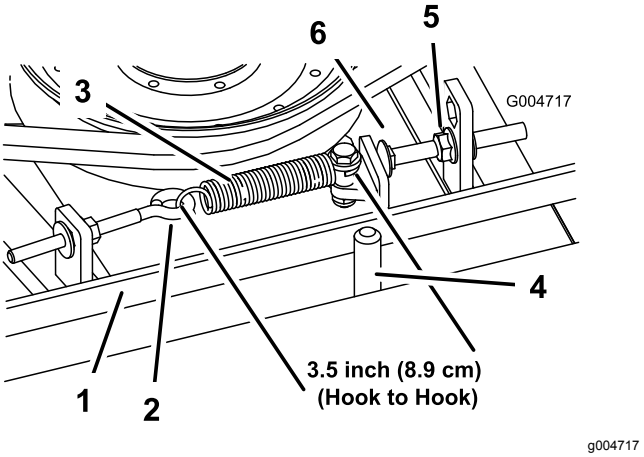

**Figur 96**
Ved korrekt tilspænding skal det indvendige mål på forlængerfjederen (krog til krog) være ca. 8,9 cm ± 0,63 cm. Når der er opnået korrekt tilspænding, skal stopbolten (bræddebolten) justeres, indtil der er ca. 0,32 cm + 0,152/0,00 cm mellemrum mellem boltens hoved og styrearmen (Figur 96).
**Bemærk:** Sørg for, at remmen er placeret på fjedersiden af remstyret (Figur 96).
2. Løsn øjebolten, så forlængerfjederen kan fjernes (Figur 96).
3. Løsn den flangemøtrik, som fastholder stopbolten på monteringstappen. Træk møtrikken langt nok tilbage, til at styrearmen kan passere forbi stopbolten (Figur 96). Flyt styreremskiven væk fra remmen for at løsne remspændingen.
8. Sæt forlængerfjederen (Figur 96) på øjebolten igen, og spænd remmen som følger: